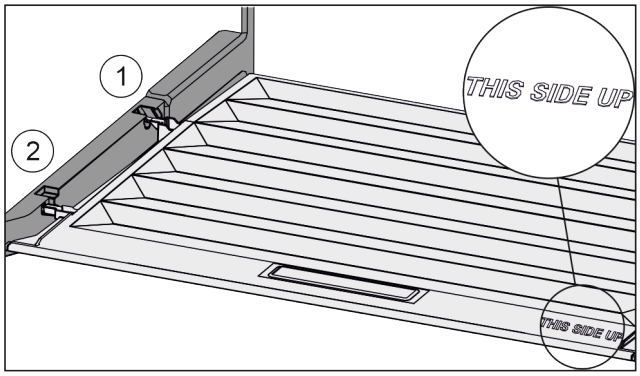

Fig. 41
▶ Deckelstege über Öffnung der hinteren Halterung *Fig. 41 (1)* einführen und vorne in Halterung *Fig. 41 (2)* einrasten.